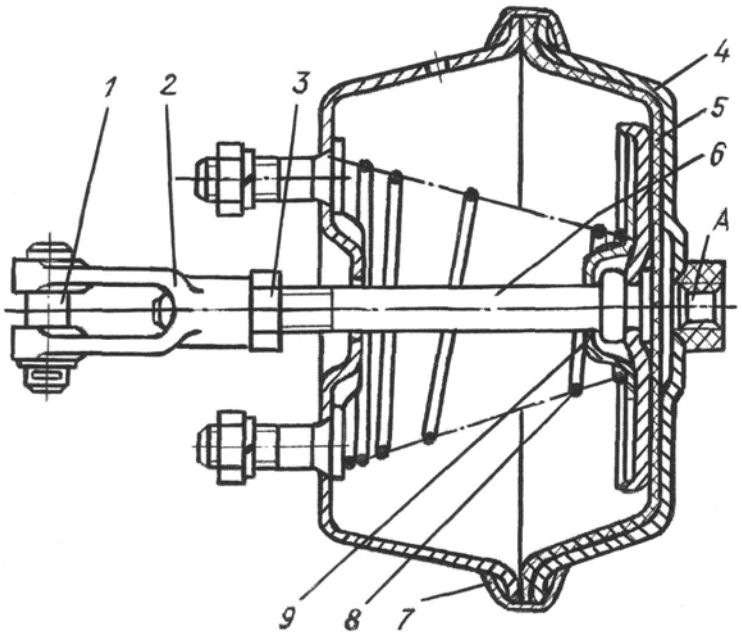

Рис.38. Камера тормозная передняя:
34. Соединить вилки штоков тормозных цилиндров с регулировочными рычагами при помощи пальцев, после чего пальцы вилок зашплинтовать. Вилка 2 (рис. 38) должна быть навернута на шток 6 таким обра-
Устройство тормозной камеры колес передней оси показано на рис.38.
Снятие и разборка. Для снятия камеры отсоединить шланг подвода воздуха, расшплинтовать и вынуть палец 1 (см. рис.38), отвернуть гайки крепления тормозной камеры к кронштейну и снять камеру.
При заполнении воздухом тормозной камеры через вывод А (см. рис.38) шток 6 должен выдвигаться, а при выпуске воздуха - четко возвра-